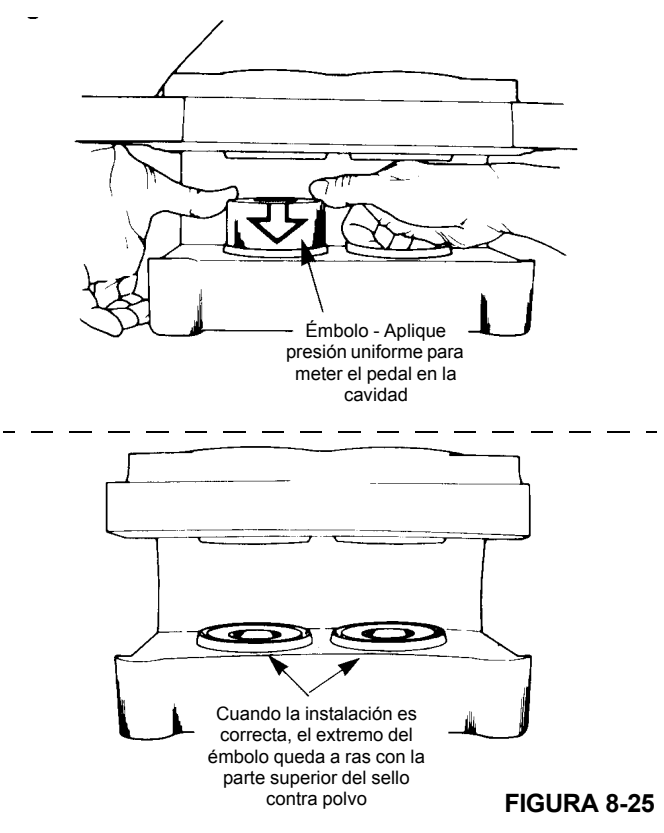

FIGURA 8-25
4. Instale los émbolos en la caja. Meta los émbolos por el lado de la caja con los forros. Compruebe que los émbolos estén derechos en las cavidades. Meta cada émbolo en la cavidad hasta que su parte superior quede a ras con la parte superior del sello contra polvo. Consulte la Figura 8-25.